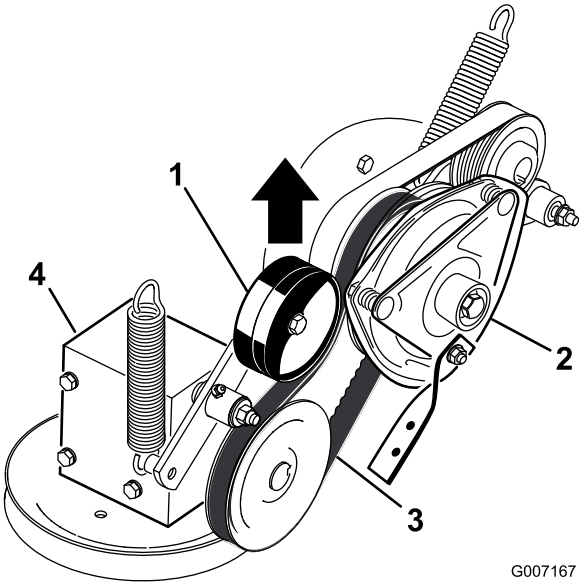

**Figur 64**
4. Dra upp kraftuttagsdrivremmens fjäderbelastade remskiva och lossa remmen från kopplingsskivan (Figur 64).
16. Dra upp kraftuttagsdrivremmens fjäderbelastade remskiva och montera den på kopplingsskivan (Figur 64).